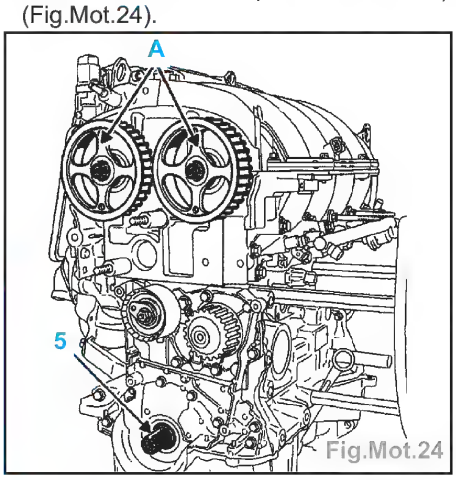

Fig.Mot.24
- Vérifier que le vilebrequin soit bien en appui sur la pige de Point Mort Haut (la rainure B du vilebrequin vers le haut) (Fig.Mot.24).